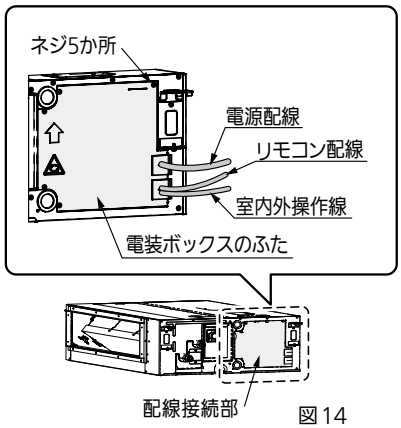

図14
- ユニット本体側面の電装ボックスのふたをはずしてください。（ネジ５か所）（図 14）